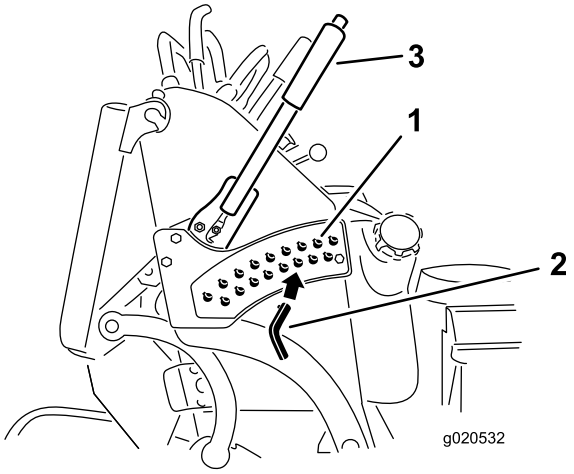

Figur 27
3. Vælg et hul i klippehøjdebeslaget, som svarer til den ønskede klippehøjde, og sæt pinden i (Figur 27).
4. Tryk på den øverste knap og sænk klippehøjdehåndtaget ned på pinden (Figur 27).